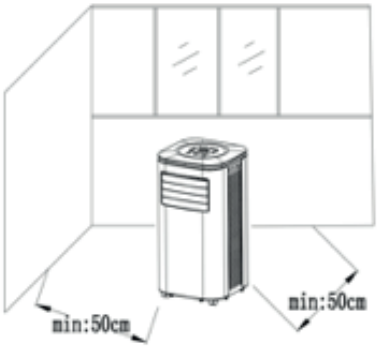

Afb. 2
1) Plaats het apparaat met de geïnstalleerde warmtepijp en fittingen voor het raam en houd daarbij een afstand aan van de wanden of andere objecten van minimaal 50 cm zijn (zoals in Afb. 2).